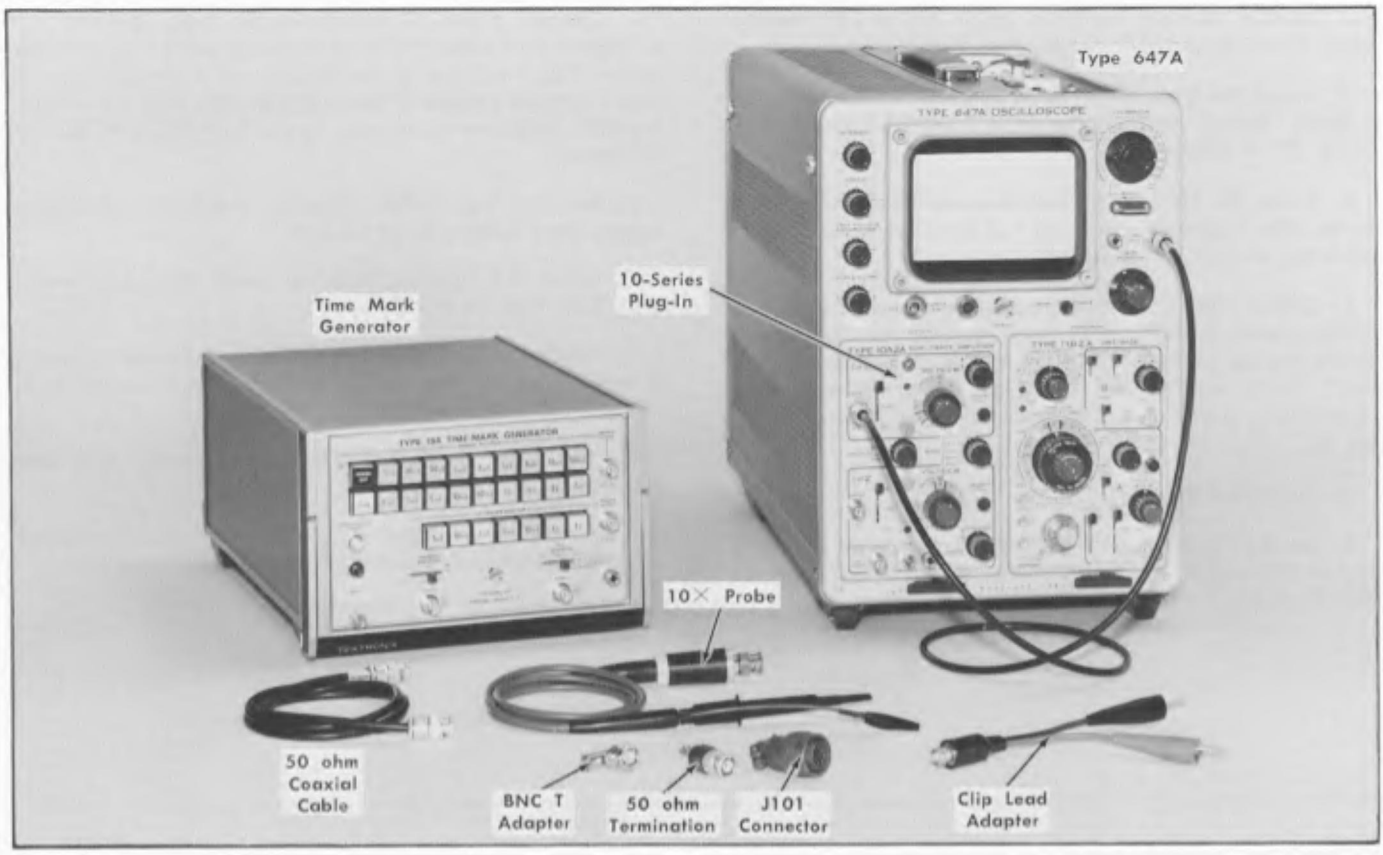

Fig. 6-4. Initial test equipment setup for steps 18 through 33.
a. Test equipment is shown in Fig. 6-4.